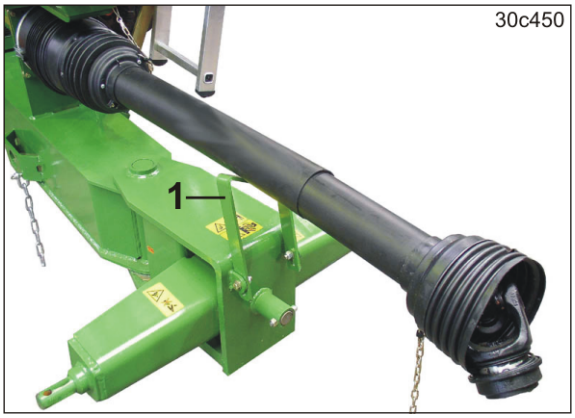

Fig. 68
Klap holderen (Fig. 68/1) ned, efter sammenkobling af kardanakslen på traktoren.
5. Læg kardanakslen forsigtigt på den sammenklappede holder (Fig. 68/1).